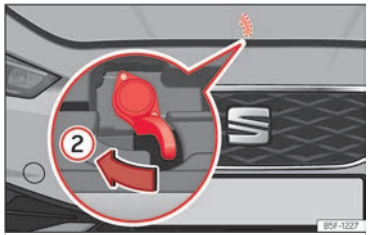

Fig. 239 Palanca bajo el capó.
- Para levantar el capó haga presión hacia la izquierda con la palma de la mano hacia abajo en la palanca situada debajo del capó, en el centro ››› fig. 239 ②. Los ganchos de sujeción quedan desbloqueados.